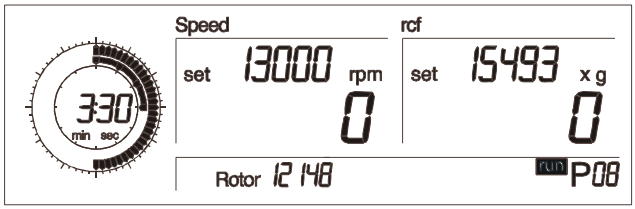

Fig. 5.17: Calling up stored programs; here program number 8
- Turn the left rotary knob until “run” appears on the display (Fig 5.17).